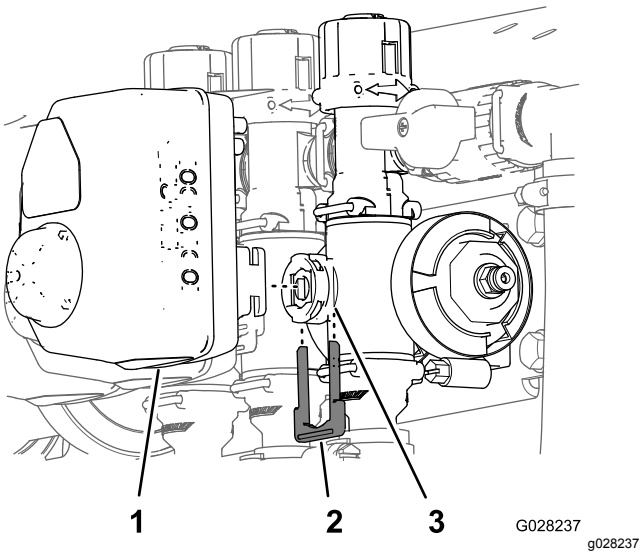

Figur 61
3. Fjern holderen som fester aktuatoren til manifoldventilen for mengderegulator, risting, hovedseksjon, eller seksjonsventil (Figur 61).